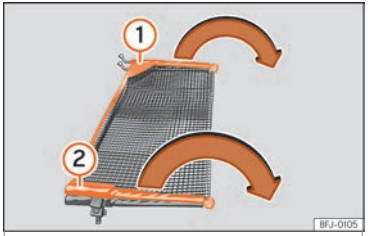

Fig. 130 Déplier le filet de séparation.
Dépliez les barres transversales ››› **fig. 130** ① et ② du filet dans le sens des flèches jusqu'à ce que vous entendiez un « clic ».